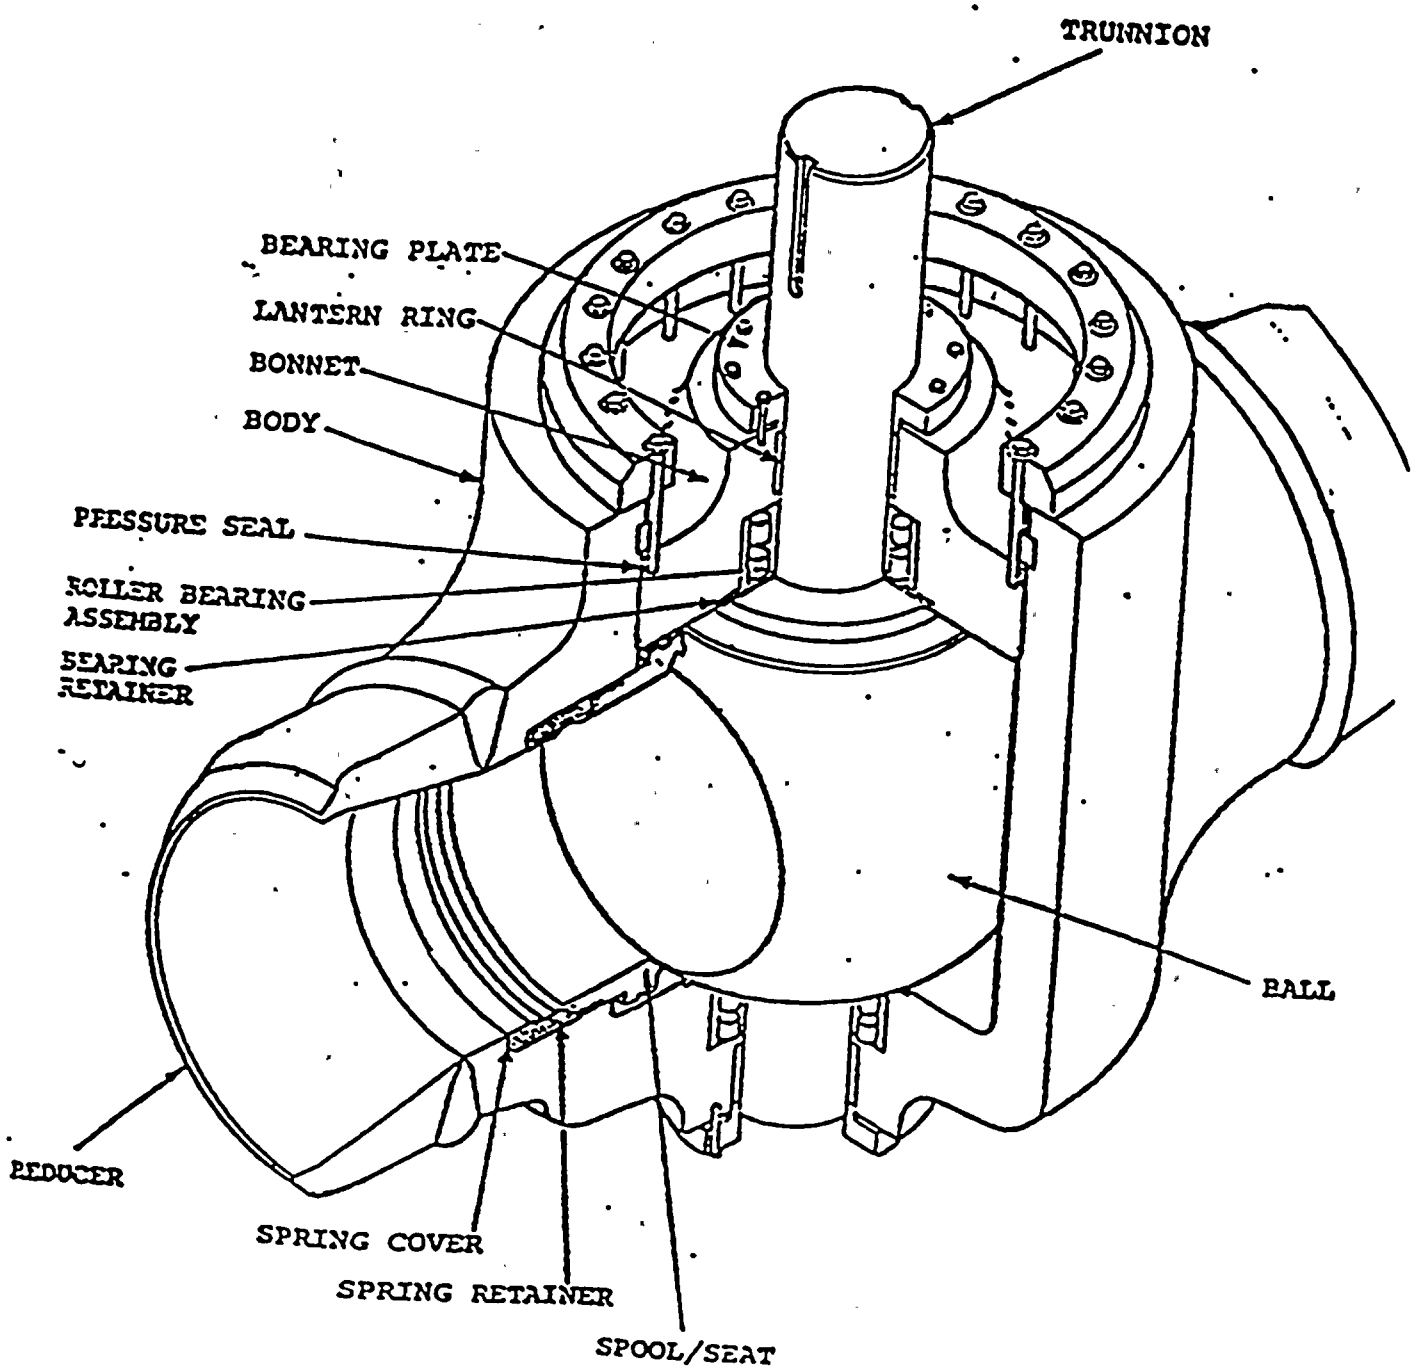

FIGURE 10.1.3
7.2.3 Check fasteners for tightness, torque as required (see Figure 10.1.3). Record on Data Sheet.